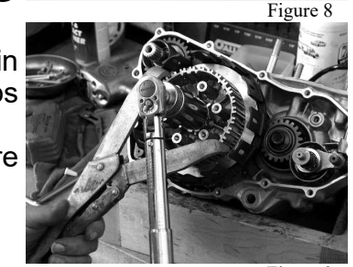

Figure 9
- Re-install the inner hub and tighten the main shaft nut to the manufacture recommended ft/lbs (Figure 9)